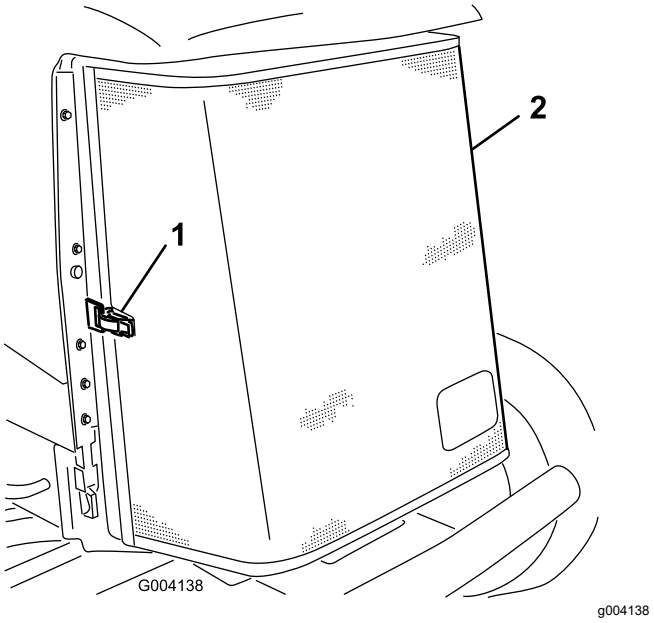

Figur 68
3. Lås opp klemmen og sving bakre skjerm åpen (Figur 68).